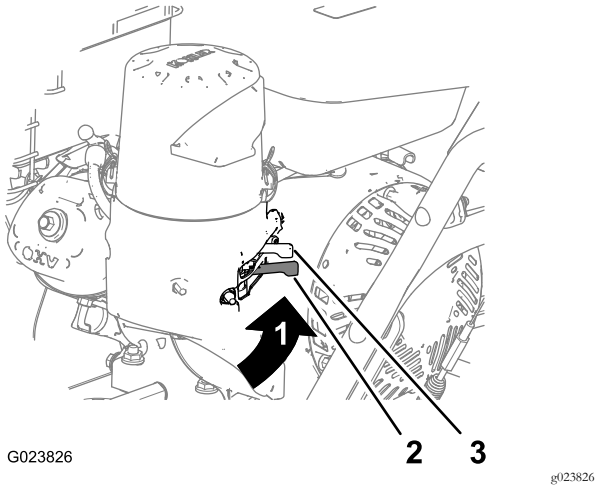

Figur 9
Flytta bränslekranen, som sitter under choken, åt höger för att starta bränsleflödet (Figur 9).
är varm ska du lämna choken i det AVSTÄNGDA läget (Figur 9).
5. Låt motorn vara igång i flera minuter så att den blir varm och flytta sedan choken till det AVSTÄNGDA läget (Figur 9).
5. Stäng av bränsleflödet med hjälp av bränslekranen när du inte ska använda maskinen på några dagar, när du ska förvara maskinen i en byggnad eller när du ska transportera maskinen till och från arbetsplatsen (Figur 9).